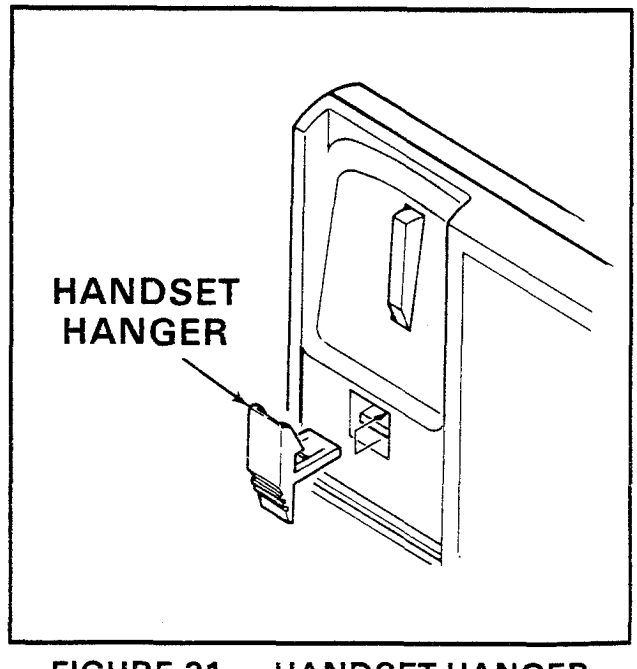

FIGURE 31 — HANDSET HANGER
07.18 Remove the handset hanger and insert it in the upper hole as shown in Figure 31 (the hanger fits in the notch in the handset).